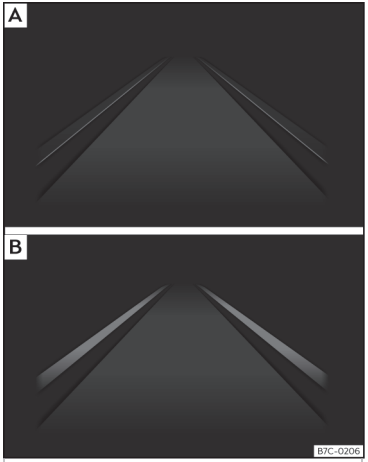

Fig. 224 Na pantalla do cadro de instrumentos:indicación na pantalla do sistema de aviso de saída do carril (exemplo 1).
- **fig. 224** A: O sistema está activado, pero non dispoñible, ben por non alcanzar a velocidade mínima ou ben porque non recoñece as liñas de carril.
- **fig. 224** B: O sistema está activado e dispoñible, ten as dúas liñas do carril recoñecidas. Neste momento non está a corrixir a traxectoria.